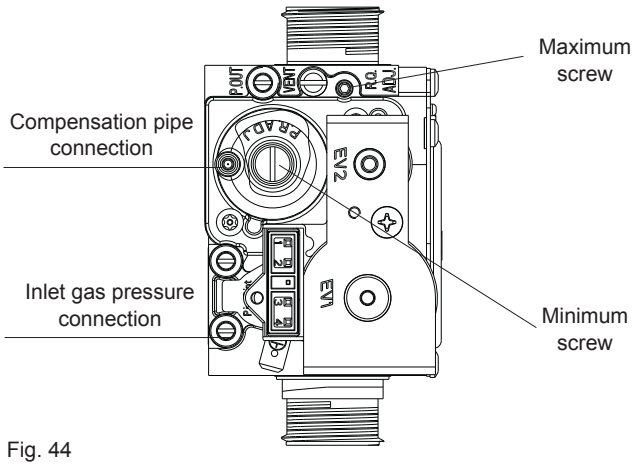

Fig. 44
- using a 2.5mm Allen key, very slowly turn the maximum adjustment screw (see fig. 44) – clockwise to decrease, counter clockwise to increase – until the correct value is displayed on the CO_2 analyser (allow time for the analyser to stabilise).
- locate the minimum adjustment screw (fig. 44), using a suitable screwdriver remove the protection plug
- using a 4mm Allen key, very slowly turn the minimum adjustment screw (see fig. 44) - clockwise to increase, counter clockwise to decrease - until the correct value is displayed on the CO_2 analyser (allow time for the analyser to stabilise).